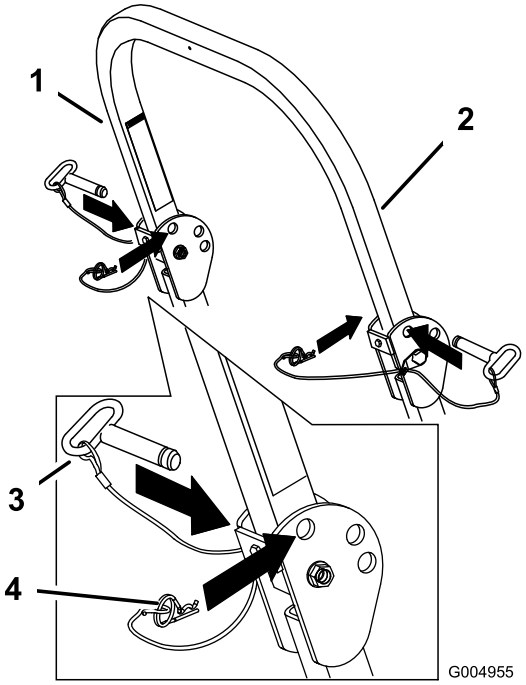

Figur 9
1. Fjern hårnålssplintene og fjern de to pinnene (Figur 9).
3. Monter de to pinnene og fest dem med hårnålssplintene (Figur 9).
4. Fjern hårnålssplinten og de to pinnene for å heve veltebøylen (Figur 9).
5. Hev veltebøylen til oppreist stilling, monter de to pinnene og fest dem med hårnålssplintene (Figur 9).